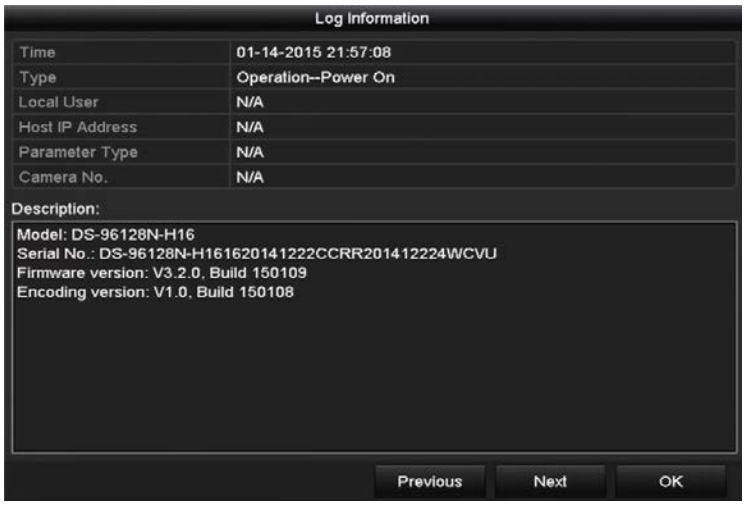

Figure 12-4 Log Details
5. Click the button of each log or double-click it to view its detailed information, as shown in Figure 12-4. You can click the button to view the related video files if available.